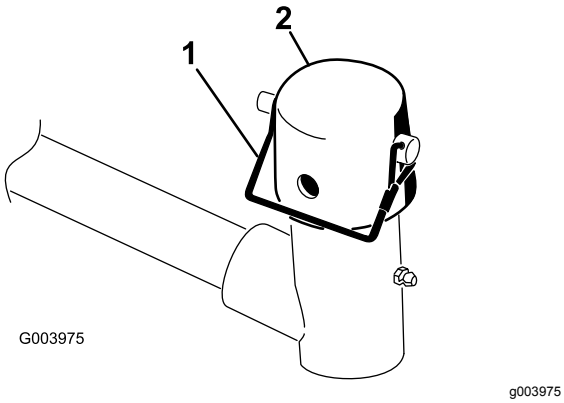

Figuur 10
7. Verwijder de borgpen en het kapje van het juk van het draaipunt van de hefarm (Figuur 10).
11. Bevestig het kapje en de as van het draagframe met de borgpen aan het juk van de hefarm (Figuur 10).